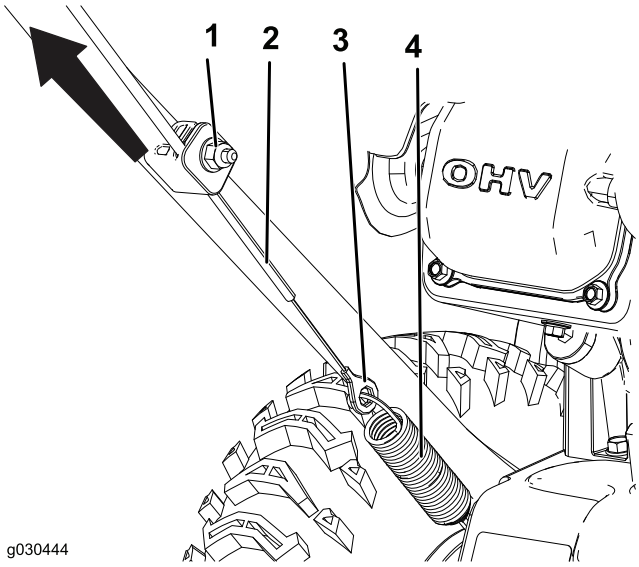

Rysunek 25
1. Poluzuj nakrętkę na dolnym zacisku linki (Rysunek 25).
2. Naciągnij linkę, aby zmniejszyć luz (Rysunek 25).
3. Przytrzymaj linkę w ustawionym położeniu i dokręć nakrętkę (Rysunek 25).